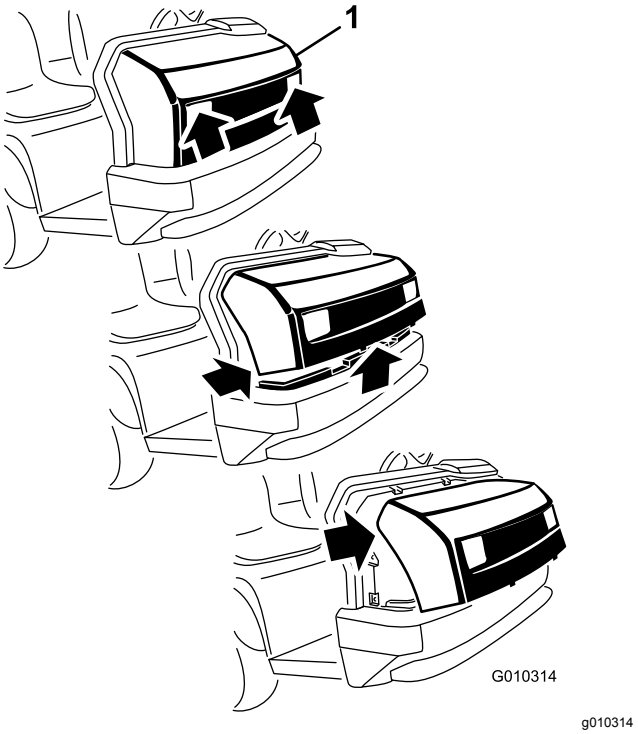

Figur 28
1. Hold i panseret i frontlysåpningene mens du løfter opp panseret for å frigjøre nedre monteringstapper fra sporene på rammen (Figur 28).
2. Sving bunnen av panseret oppover til du kan trekke de øvre monteringstappene ut av sporene på rammen (Figur 28).
3. Sving toppen av panseret fremover og koble ledningskontaktene fra frontlysene (Figur 28).
2. Før de øvre monteringstappene inn i sporene på rammen (Figur 28).
3. Før de nedre monteringstappene inn i sporene på rammen (Figur 28).